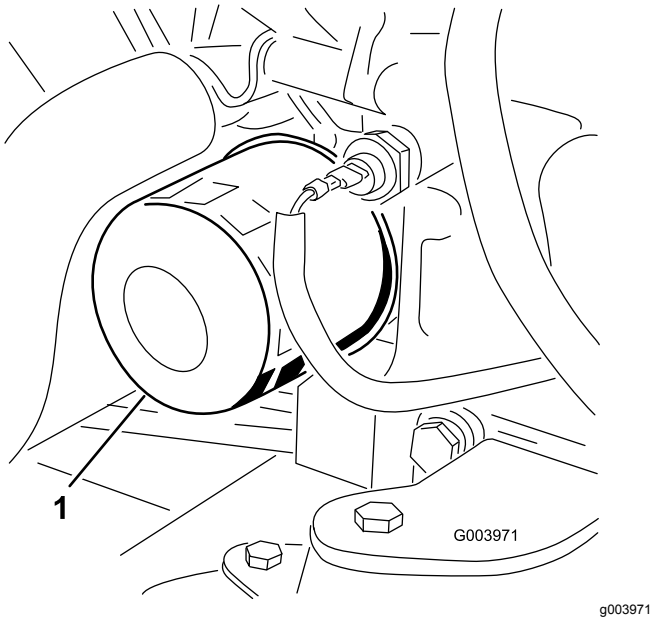

**Figur 54**
3. Avlägsna oljefiltret (Figur 54).